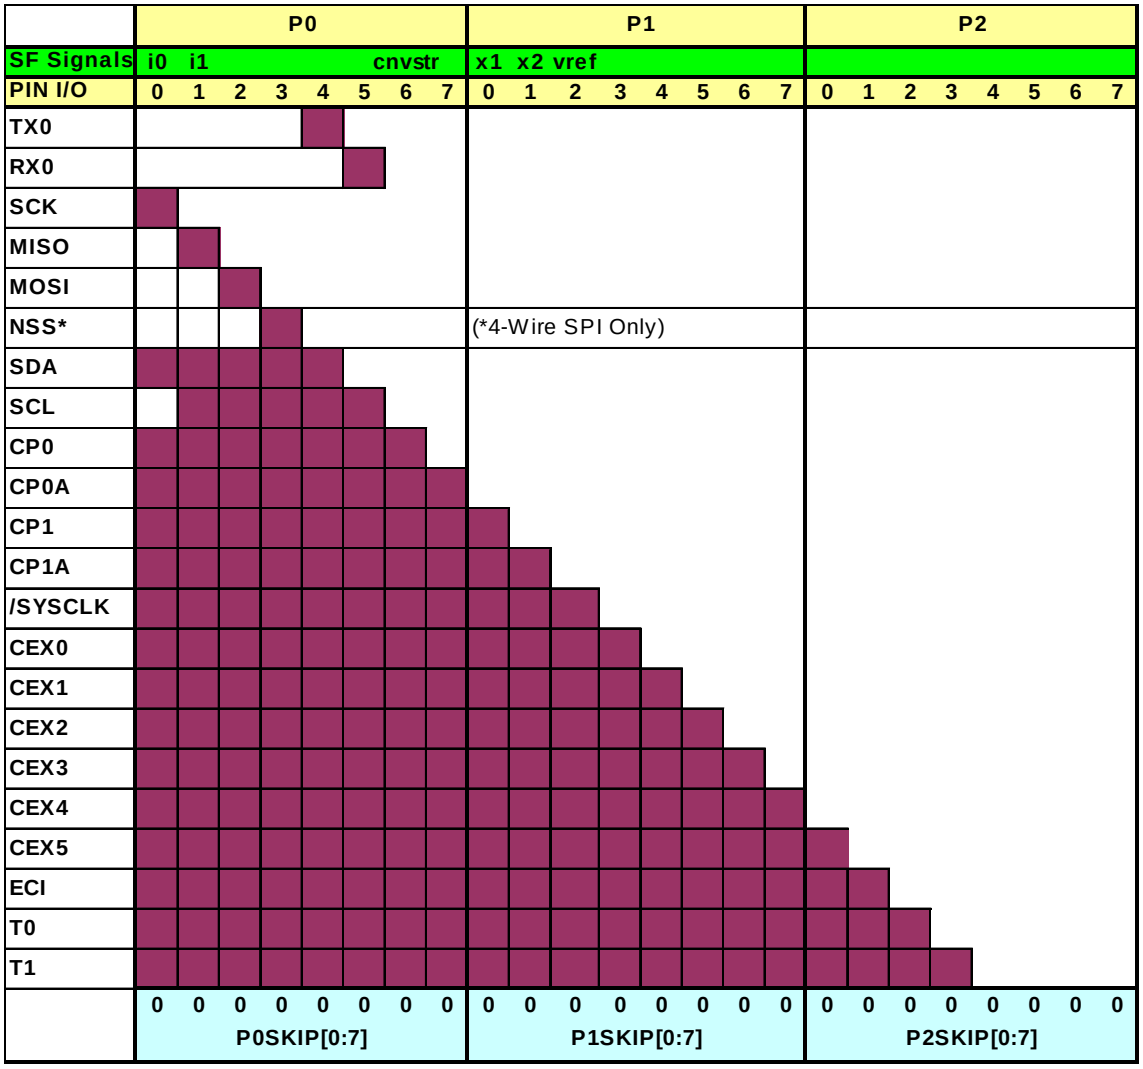

**Figure 18.3. Crossbar Priority Decoder with No Pins Skipped**
Digital and analog resources are available through up to 24 I/O pins. Port pins are organized as three byte-wide Ports. Each of the Port pins can be defined as general-purpose I/O (GPIO) or analog input/output; Port pins P0.0 - P2.7 can be assigned to one of the internal digital resources as shown in Figure 18.3. The designer has complete control over which functions are assigned, limited only by the number of physical I/O pins. This resource assignment flexibility is achieved through the use of a Priority Crossbar Decoder. Note that the state of a Port I/O pin can always be read in the corresponding Port latch, regardless of the Crossbar settings.
The Crossbar assigns the selected internal digital resources to the I/O pins based on the peripheral priority order of the Priority Decoder (Figure 18.3 and Figure 18.4). The registers XBR0 and XBR1, defined in SFR Definition 18.1 and SFR Definition 18.2, are used to select internal digital functions.
The Priority Crossbar Decoder (Figure 18.3) assigns a priority to each I/O function, starting at the top with UART0. When a digital resource is selected, the least-significant unassigned Port pin is assigned to that resource (excluding UART0, which will be assigned to pins P0.4 and P0.5). If a Port pin is assigned, the Crossbar skips that pin when assigning the next selected resource. Additionally, the Crossbar will skip Port pins whose associated bits in the PnSKIP registers are set. The PnSKIP registers allow software to skip Port pins that are to be used for analog input, dedicated functions, or GPIO.
**Important Note on Crossbar Configuration:** If a Port pin is claimed by a peripheral without use of the Crossbar, its corresponding PnSKIP bit should be set. This applies to P1.0 and/or P1.1 for the external oscillator, P1.2 for $V_{REF}$, P0.6 for the external CNVSTR signal, P0.0 for IDA0, P0.1 for IDA1, and any selected ADC or comparator inputs. The Crossbar skips selected pins as if they were already assigned, and moves to the next unassigned pin. Figure 18.3 shows the Crossbar Decoder priority with no Port pins skipped (P0SKIP, P1SKIP, P2SKIP = 0x00); Figure 18.4 shows the Crossbar Decoder priority with the XTAL1 (P1.0) and XTAL2 (P1.1) pins skipped (P1SKIP = 0x03).